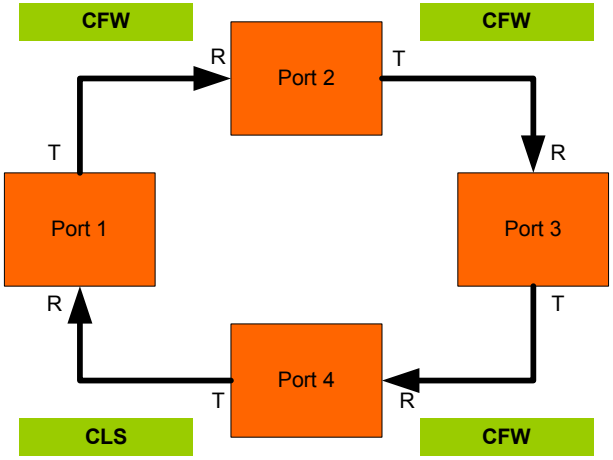

Figure 546 **Close loop: Step 3**
Step 3. When Port 3 receives the Close it enters the received close state, finishes its frame transmission and sends a CLS of its own (Figure 546). Port 3 also enters the monitoring state. When Port 1 receives the close it can enter the monitoring state or open a loop circuit with another port.